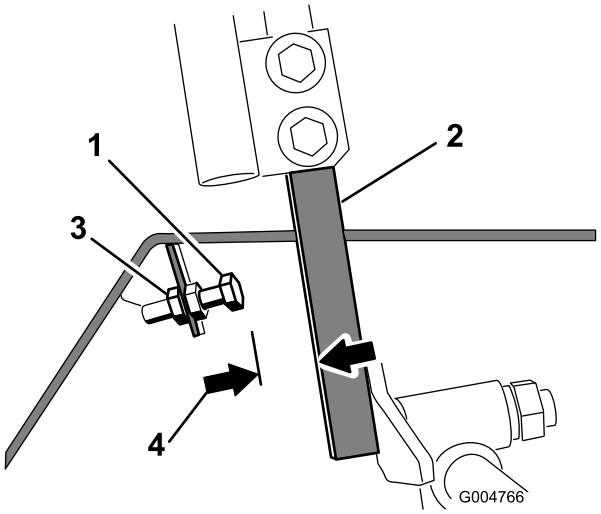

Figur 57
4. Løsn kontramøtrikken på stopbolten for et bevægelseshåndtag (Figur 57).